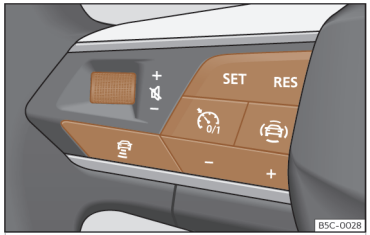

Abb. 130 Am Multifunktionslenkrad: Tasten zur ACC-Bedienung.
- Taste am Multifunktionslenkrad drücken >>> **(Abb. 130)**.
- Taste **SET** drücken, um die Regelung zu starten >>> **(Abb. 130)**.
Um die Geschwindigkeit zu programmieren, drücken Sie die Tasten + oder – >>> **(Abb. 130)** bis zur gewünschten Geschwindigkeit. Die Einstellung der Geschwindigkeit erfolgt in Schritten von 10 km/h (5 mph).
- Taste und dann Taste + oder – >>> **(Abb. 130)**drücken.
- Taste ››› **(Abb. 130)** kurz drücken oder Bremspedal treten.